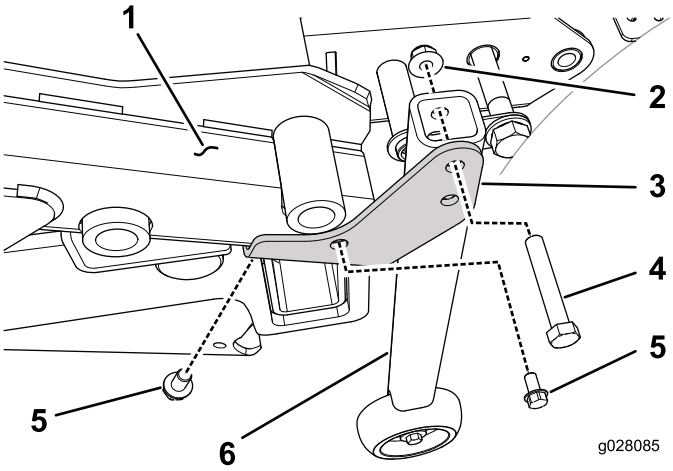

Figur 33
3. På traktionsenheder med et serienummer, der er højere end 313000001, installeres et konverteringsbeslag (højre eller venstre side) på undersiden af det relevante bageste hjørne af skjoldrammen med en 3/8 x 5/8 tommes selvskærende skrue (Figur 33).
4. Monter den lodrette rørstøttesamling på konverteringsbeslaget (højre eller venstre side) på hvert hjørne af skjoldrammen med en 3/8 x 2-1/4 tommes skrue og 3/8 tommes flangemøtrik (Figur 33).